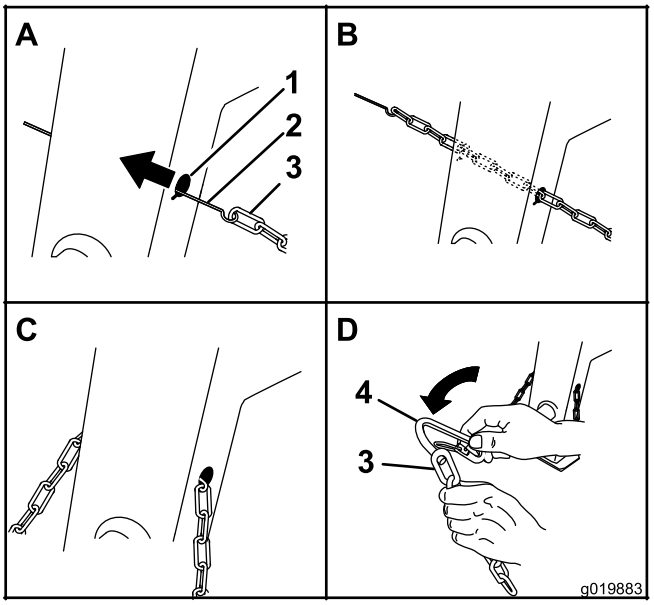

Figure 7
1. Formez un crochet au bout d'une tige flexible ou d'un fil de fer rigide (non fourni), et insérez-le dans les trous allongés du montant avant de la machine (Figure 7).
2. Attachez la chaîne de sécurité à la tige ou au fil métallique (Figure 7).
3. Tirez la tige ou le fil métallique et la chaîne de sécurité à travers les deux trous allongés (Figure 7).
1. Alignez le maillon d'attache sur le dernier maillon au bout de la chaîne de sécurité (Figure 7).
2. Insérez le maillon d'attache dans le maillon de la chaîne jusqu'à ce que le maillon d'attache se ferme avec un clic (Figure 7).